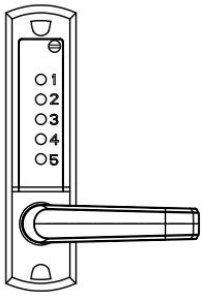

FIG7C
3. Stel de handgreep in op de gewenste richting voor de deur (links/rechts openend) (Afbeelding 7C) en draai vervolgens de bout vast.